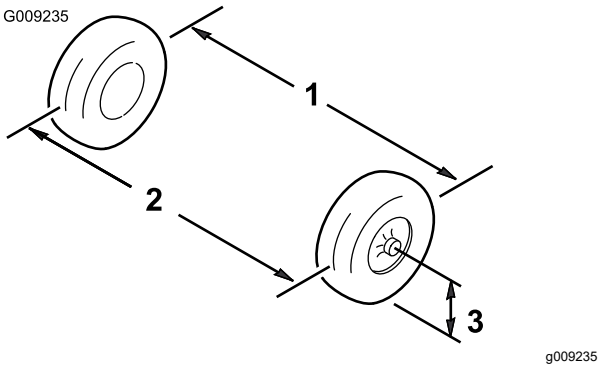

**Figuur 45**
1. Meet ter hoogte van de as de afstand tussen de voorwielen aan de voorkant en de achterkant van de wielen (Figuur 45).